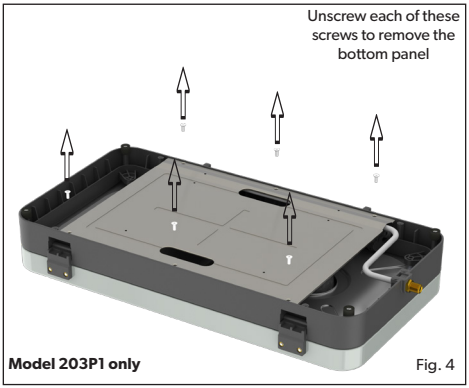
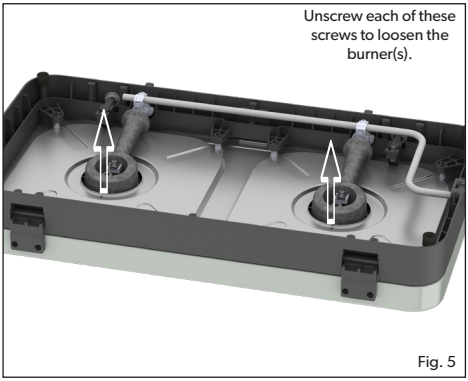
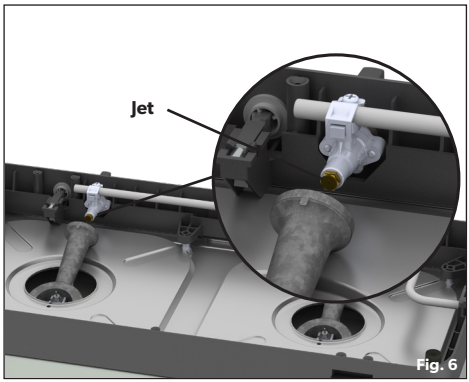

Fig. 4
Fig. 5
Fig. 6
- **To replace the jet:** Remove any cooking surfaces, close the lid and turn the appliance upside down. Gently unscrew the bottom panel by removing the screws (Fig. 4)(Only for 203P1 models). Unscrew the screw for the affected burner(s) (Fig. 5), carefuly loosen and drop the burner as illustrated, to expose the jet. Note that the burner is connected to the piezo cable, after replacing the jet and reassembling, check that this cable is still connected. The jet can now be seen on the valve, remove the jet using a suitable spanner (Fig. 6). Do not use pliers on the jet as this may damage the jet, making it unusable or impossible to remove. Screw the new jet into the valve. Do not over-tighten as this may damage the jet.